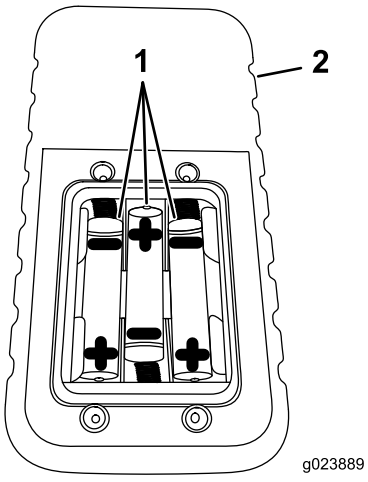

Figure 61
4. Installez 3 piles AAA neuves dans le sens indiqué à la Figure 61.